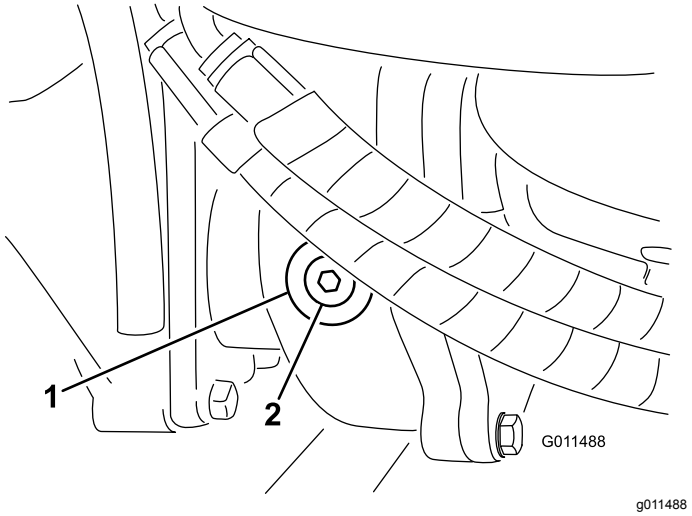

Figur 19
2. Fjern kontrol-/påfyldningsproppen fra venstre side af gearkassen og sørg for, at oliestanden når op til bunden af hullet (Figur 19).